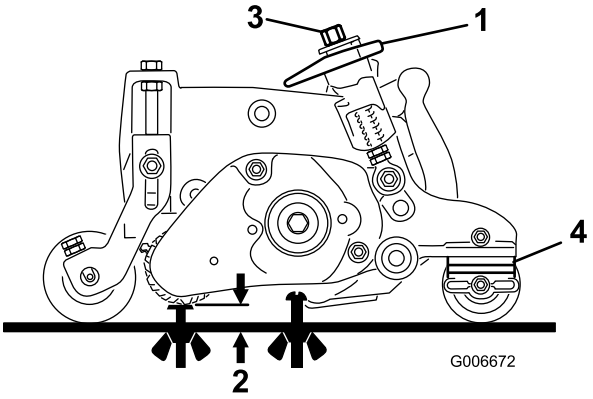

Figur 44
1. Sørg for at trimsatsen er stilt inn til ønsket trimhøyde (Figur 44).